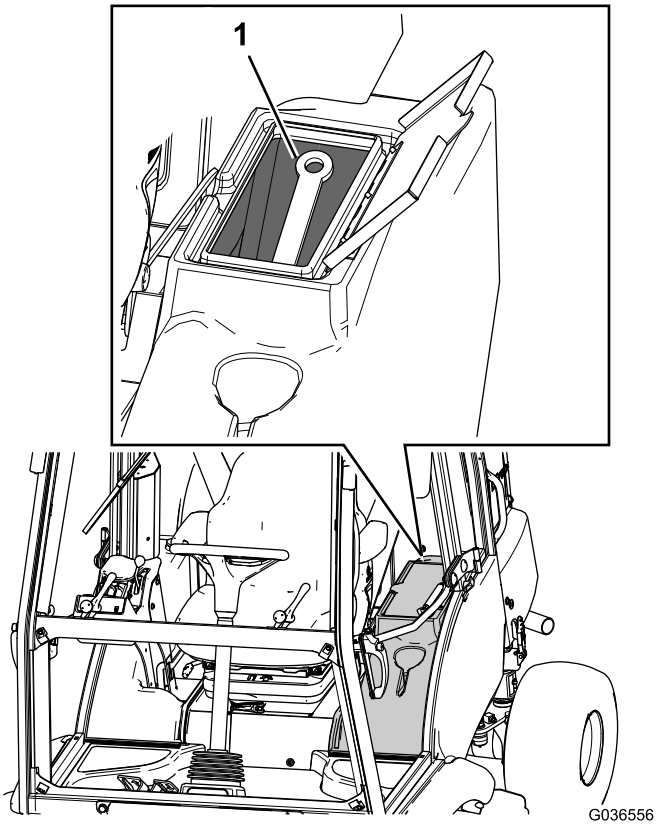

Figure 13
C. Placez le support de sécurité dans le boîtier de rangement (Figure 13).